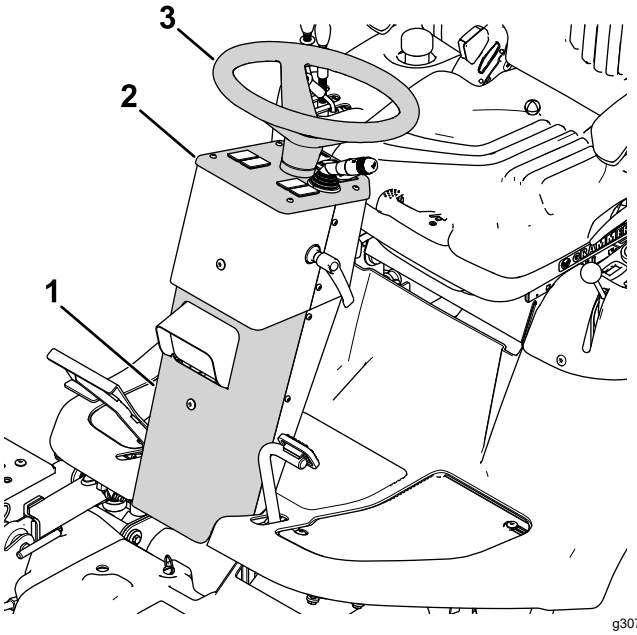

Figur 13
3. Fjern rattet, dashbordet og frontpanelet (Figur 13).